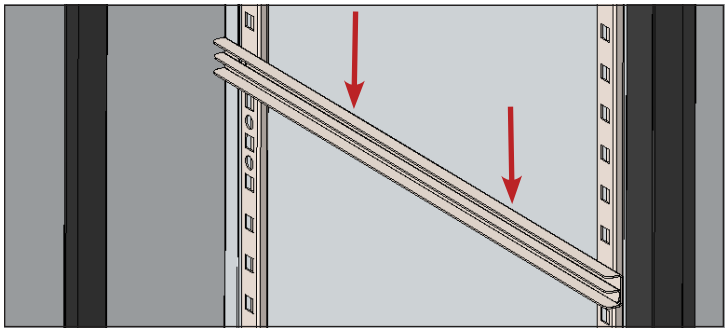

***Fig. 3.*** Push down to make sure the slide is fully seated.
4. Gently push down to lock the shelf/pan slide into position. See fig. 3.